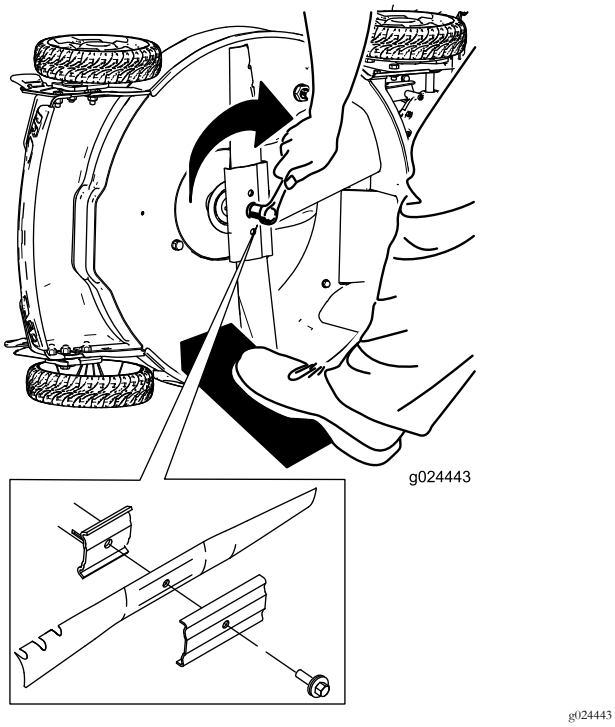

Figur 32
5. Monter den nye kniv og alle monteringsboltene og -møtrikkerne (Figur 32).